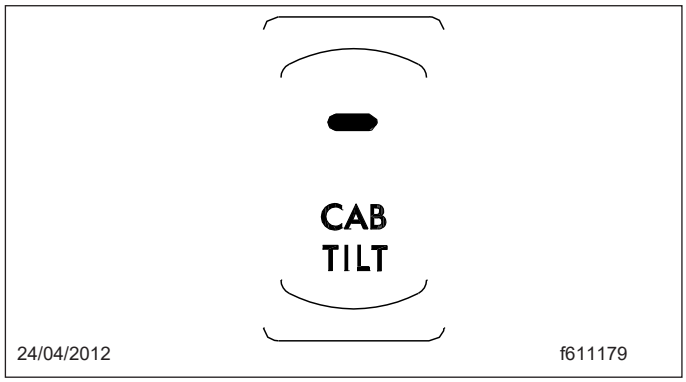

Fig. 25, Interrupteur inclinable de cabine
36. Appuyez et maintenez le bouton de la pompe jusqu'à ce que la cabine s'approche d'un angle de 45 degrés (point d'équilibre). Voir **fig. 25** . Une fois que la cabine dépasse 45 degrés, relâchez le bouton de la pompe et déplacez le levier de la pompe inclinable vers la position TILT afin de ralentir la descente de la cabine.